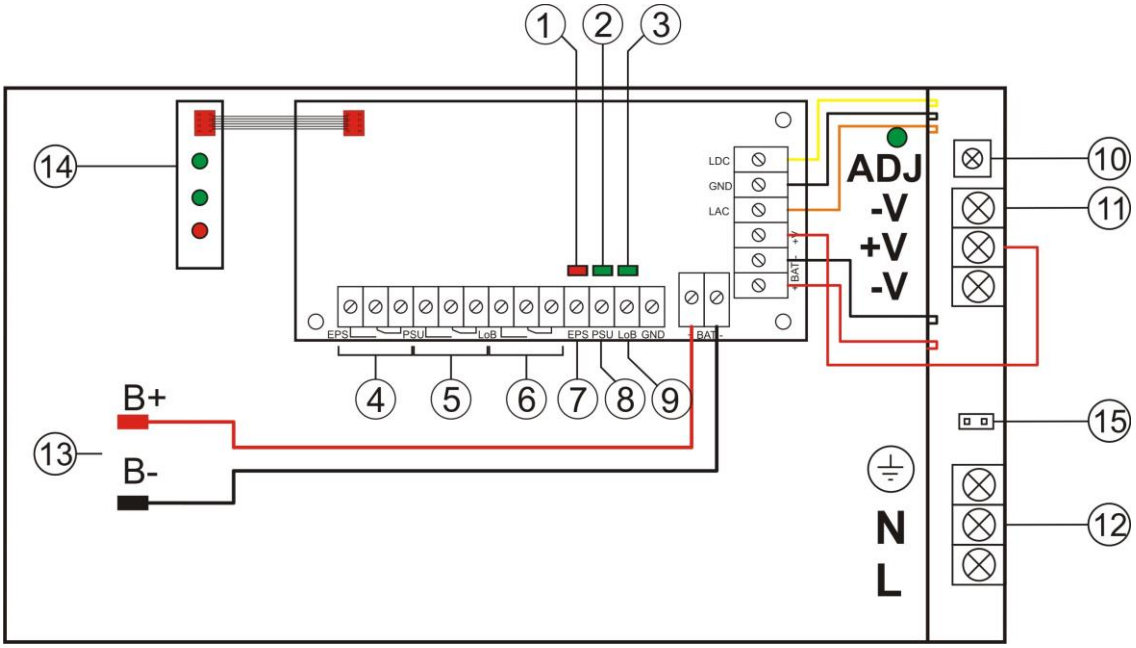

Fig. 2. Vista del módulo de la fuente de alimentación.
1.3 Descripción de los componentes y los conectores de la fuente de alimentación (tab.1, fig.2).
Tabla 1. Componentes del módulo de la fuente de alimentación (véase fig. 2).
- Diodo LED rojo (Fig.2, componente 1) en estado normal (alimentación AC) diodo está iluminado de manera permanente. Falta de alimentación AC está señalizada por un apagado del diodo AC.
- Diodo LED verde (Fig.2, componente 2) señaliza el estado de la alimentación DC en la salida de la fuente de alimentación. En estado normal está iluminado de manera permanente, en caso de un cortocircuito o sobrecarga de la salida el diodo está apagado.
- Diodo LED verde (Fig.2, componente 3) señaliza el nivel del voltaje de la batería. En estado normal (U_{BAT} >46V) está iluminado de manera permanente, si el voltaje de la batería se reduce por debajo de (U_{BAT} < 46V) el diodo está apagado.